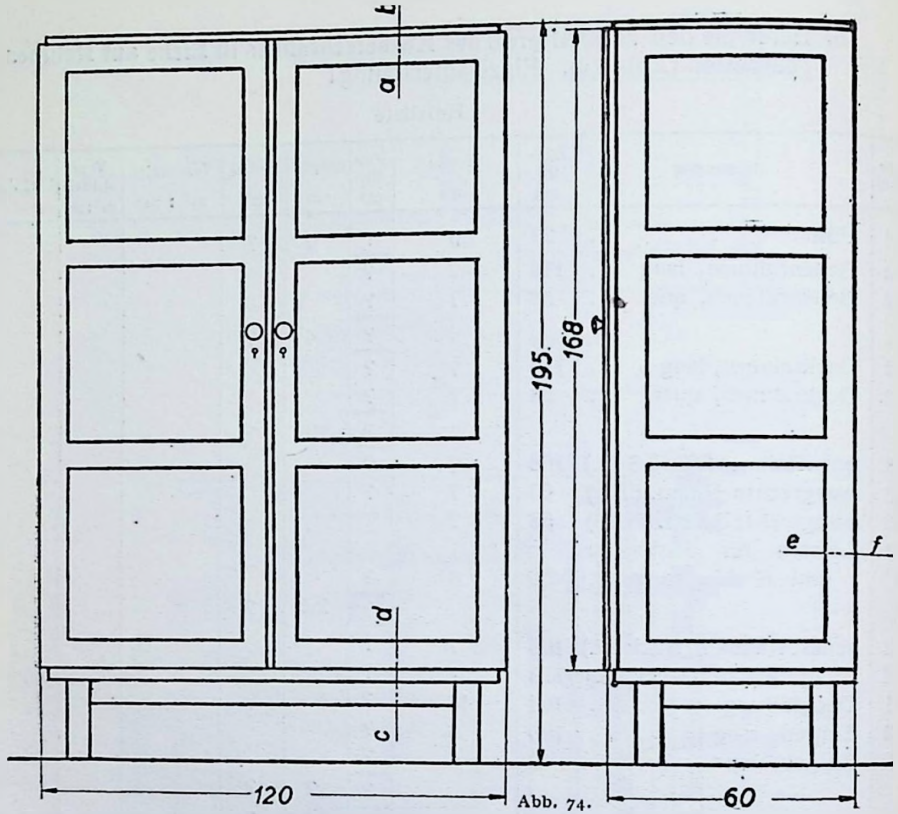

Abb. 74.
5. Berechne den **Verkaufspreis des Kleiderschrankes in Eiche auf Rahmen** gearbeitet (Abb. 74). Einzelanfertigung!